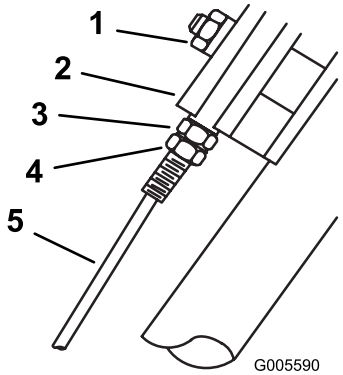

Figuur 22
3. Maak de moer op het steunblok los (Figuur 22).